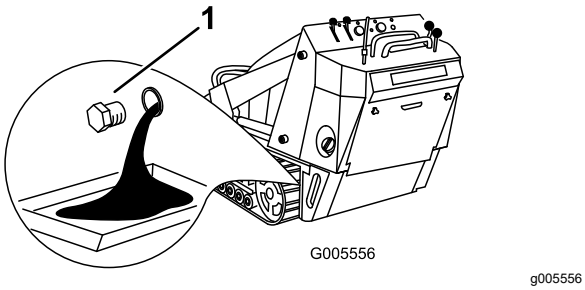

Figuur 37
4. Verwijder de aftapplug (Figuur 37).